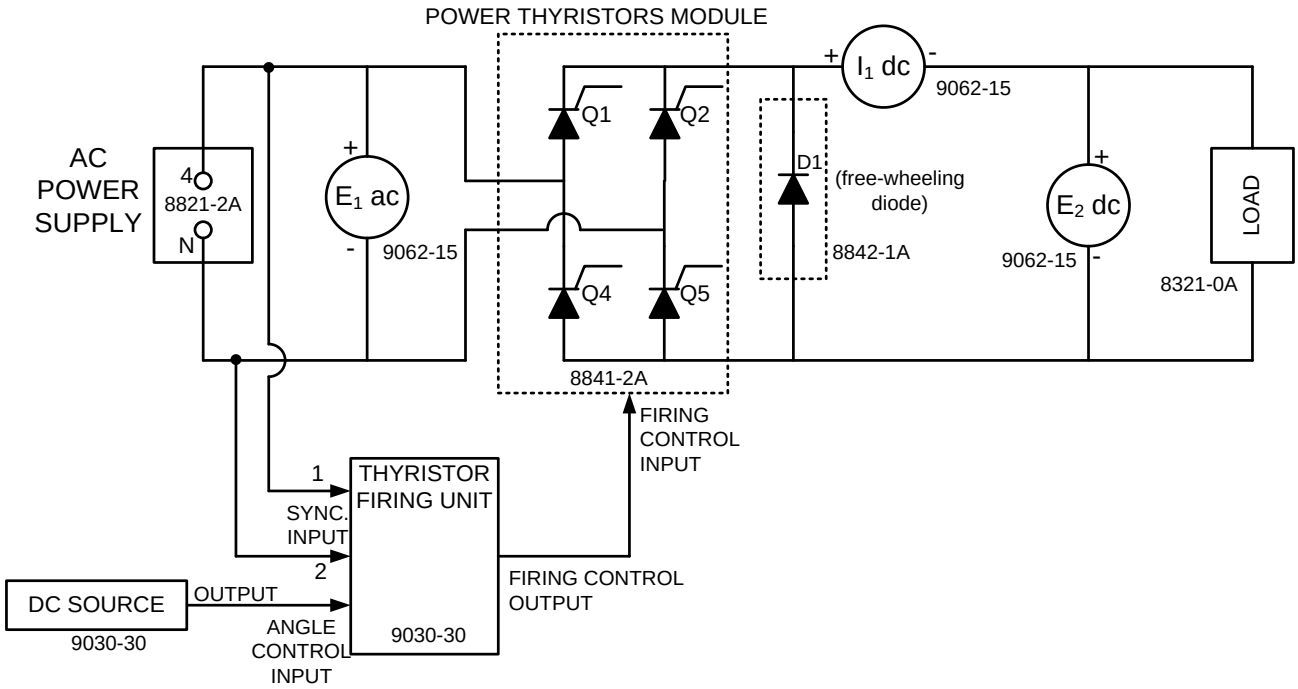

Figure 5
14. Add a **free wheeling diode (FWD)** to the circuit, as shown in **Figure 5**.